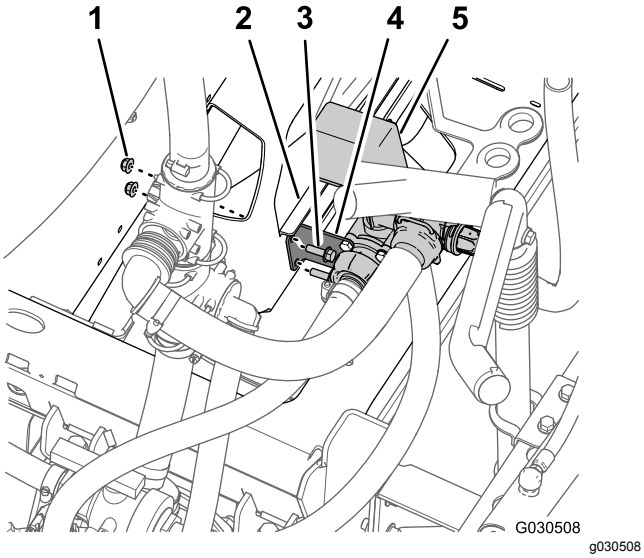

Figur 68
7. Ta bort de två flänslåsmuttrar (5/16 tum) och de två flänsskruvar (5/16 x 1 tum) som håller fast omrörningsventilens stödfäste på grenrörsfästet (Figur 68).